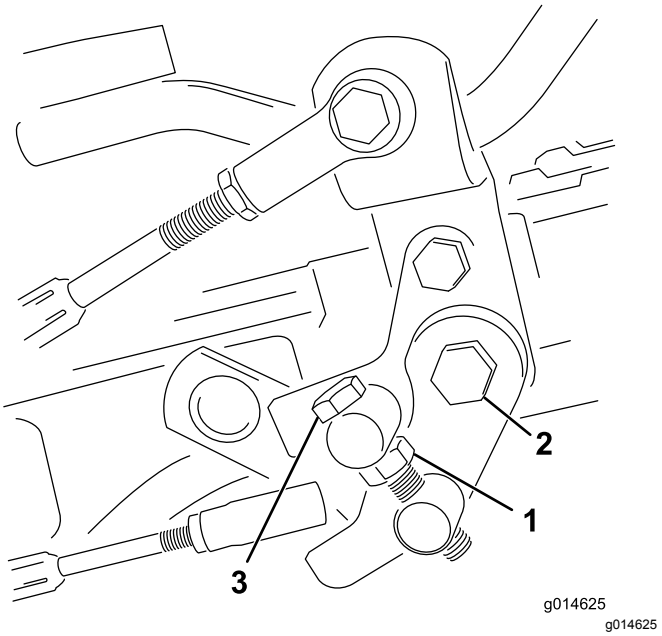

**Rysunek 55**
1. Poluzuj przeciwnakrętkę na śrubie czopu (Rysunek 55).
4. Dokręć przeciwnakrętkę na śrubie czopu oraz nakrętkę na osi pedału, aby zablokować położenie regulacji (Rysunek 55). Sprawdź efekt regulacji i w razie potrzeby dokonaj korekty.